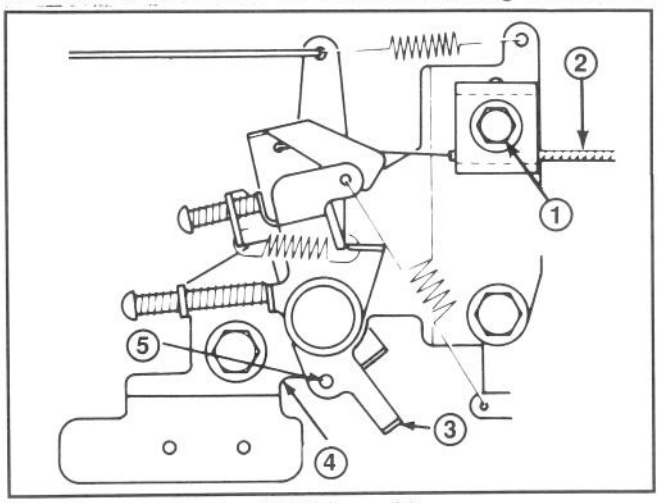

Abbildung 20
3. Die Schraube der Kabelklemme lösen, bis das Gaszugkabel durchrutscht (Abb. 20). Die Stanzlöcher des Drosselhebels und der Drosselhalterung ausrichten.